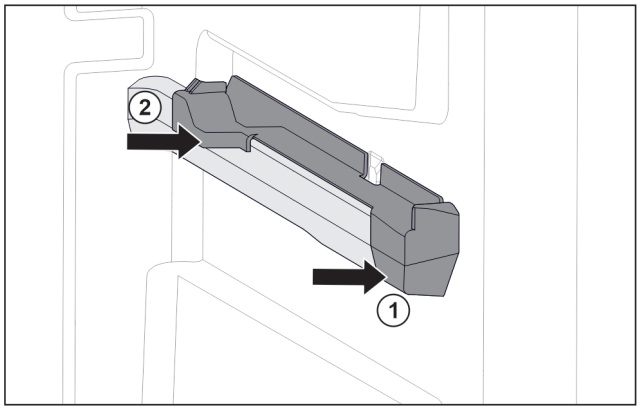

Fig. 63 Вставная часть на правом контейнерном ребре
▶ Наденьте вставную часть спереди на контейнерное ребро. *Fig. 63 (1)*
▶ Нажмите на вставную часть сзади. *Fig. 63 (2)*